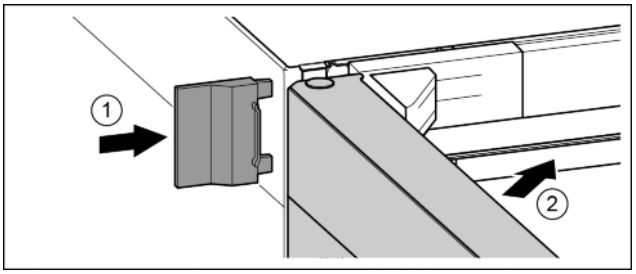

Fig. 23
- ▶ Надвинуть внешнюю крышку. *Fig. 23 (1)*
- ▶ Закрыть верхнюю дверь. *Fig. 23 (2)*